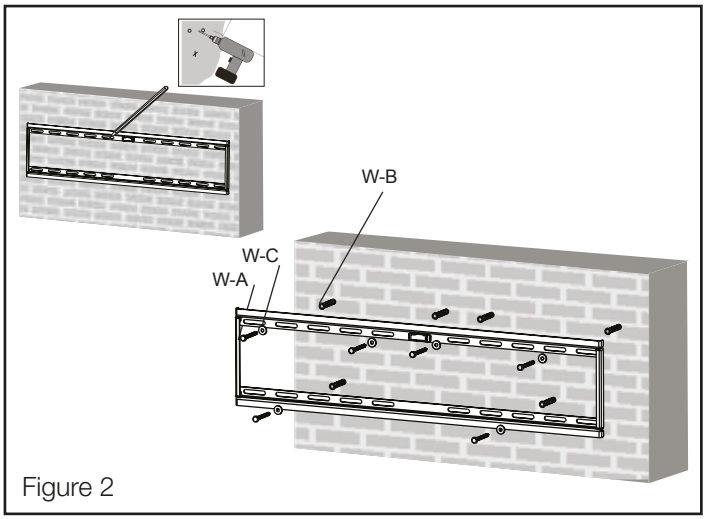

Figure 2
1. Mark a minimum of 4 fixing holes (preferably 6) using the Wall Plate as a guide - position 2 at either end of the Wall Plate (see Figure 2). Ensure plate is level.